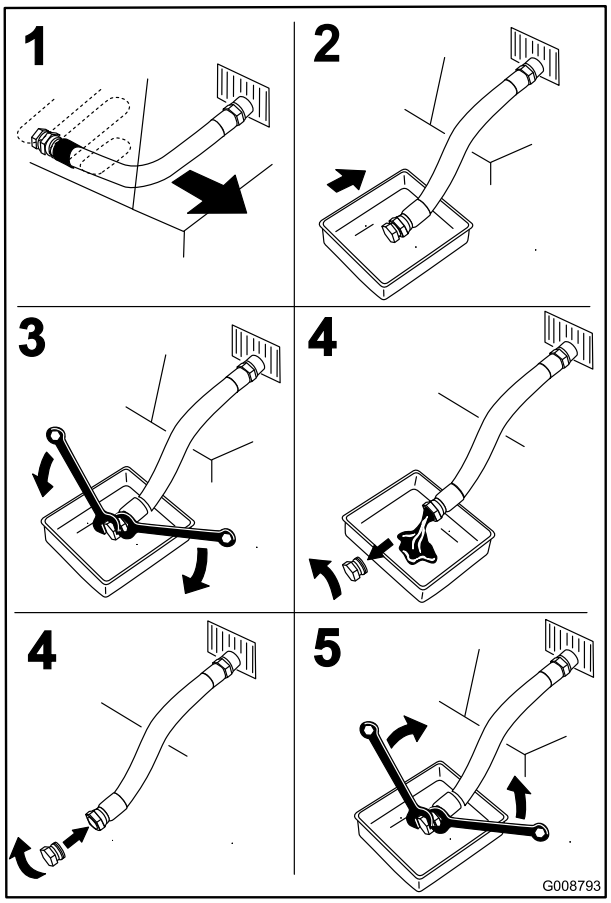

Figuur 51
4. Zet de motor af, verwijder het contactsleuteltje en wacht totdat alle bewegende onderdelen tot stilstand zijn gekomen voordat u de bestuurderspositie verlaat (Figuur 51).